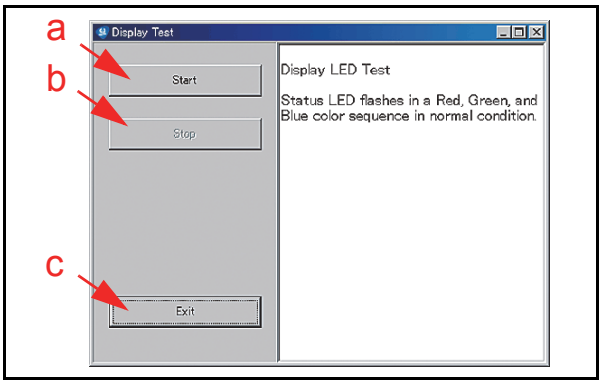

Figure 6-61 LED Indicator Test Screen
3. Mouse-click on the "Start" Screen Button (See Figure 6-61 a) to begin the LED Indicator Test.
5. Mouse-click on the "Stop" Screen Button (See Figure 6-61 b) to end the LED Indicator Test.
6. Mouse-click on the "Exit" Screen Button (See Figure 6-61 c) to return to the "**Test Item Select**" Screen.